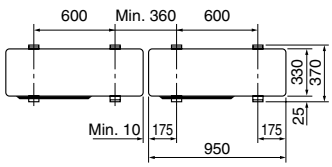

Fig. 3-1
- Se till att enheten monteras på ett stabilt och jämnt underlag för att förhindra skallrande ljud under pågående drift. (Fig. 3-1)